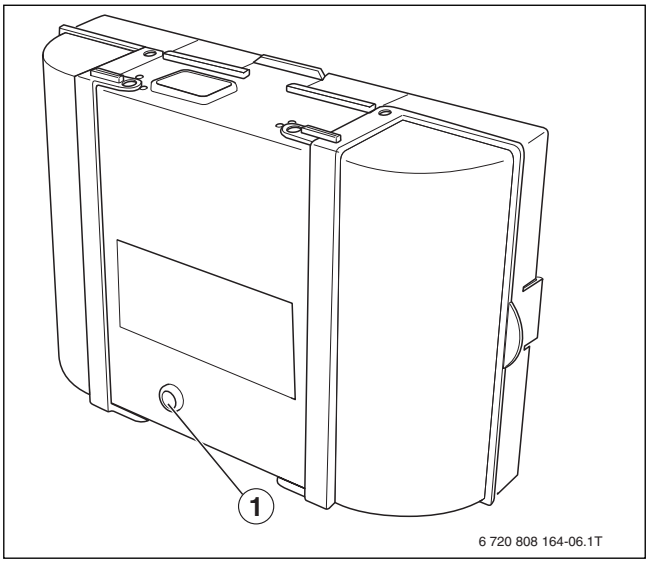

*Bild 10 Störungen am Feuerungsautomat zurücksetzen*
▶ Reset-Taste (→ Bild 10, [1])